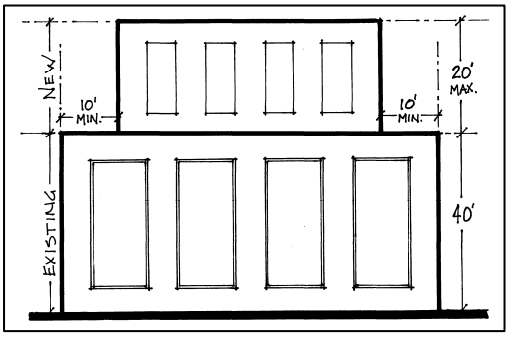

Figure 3 – Height Limits for Existing
- New floors added to existing buildings should not be more than ½ the height of the building on which it is placed. (Fig. 3)
- New floors should be set back from the exterior wall of the building on which it is placed a minimum of ½ the height of the new floor. (Fig. 3)